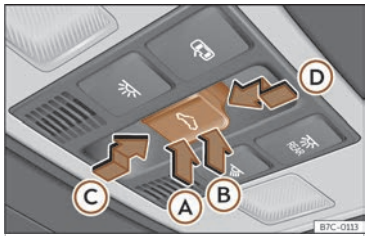

Abb. 60 Im Dachhimmel: Bedienelement für Glasdach.
Der Taster ››› **(Abb. 60)** hat zwei Stufen. In der ersten Stufe kann das Glasdach ausgestellt sowie ganz oder teilweise geöffnet oder geschlossen werden.
- Innerhalb von etwa 5 Sekunden nach der Aktivierung des Einklemmschutzes, drücken Sie die Taste ››› **(Abb. 60)** bis zur zweiten Stufe in Pfeilrichtung Ⓓ bis das Dach vollständig schließt.